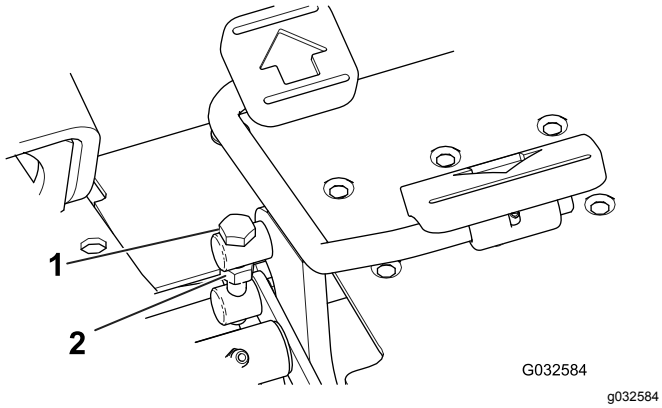

Figur 45
1. Lossa kontramuttern på justeringsbulten som sitter på sidan av gaspedalen (Figur 45).